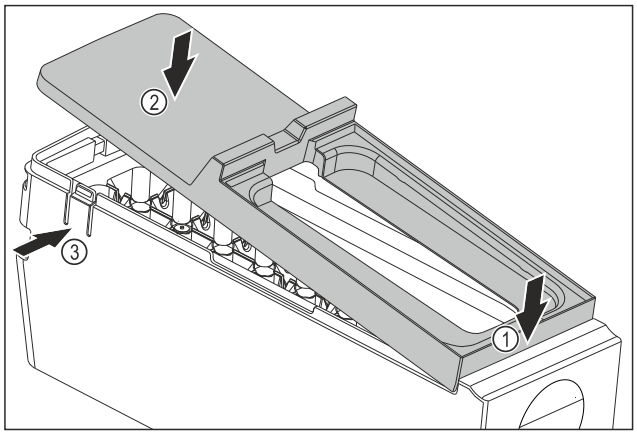

Fig. 147
- ▶ Installing the EasyTwist-Ice body cover: Place the cover on the front. *Fig. 147 (1)*
- ▶ Lower the cover at the rear. *Fig. 147 (2)*
- ▷ The cover locks into both tabs *Fig. 147 (3)* audibly.